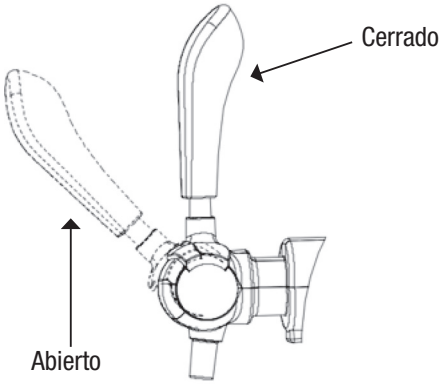

Figura 12
Nota: asegúrese de que el grifo esté cerrado cuando conecte el tubo y el adaptador (Figura 12).
6. Sitúe la empuñadura del grifo a 45 grados para servir cerveza del tirador de cerveza (Figura 12).